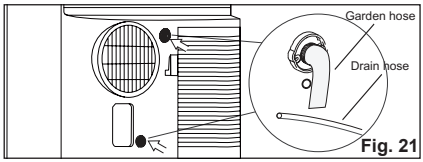

Fig. 21
- Connect one end of the garden hose (sold separately) or drain hose to the drain outlet then lead the other end into a drain that is lower than the unit(Fig.21).